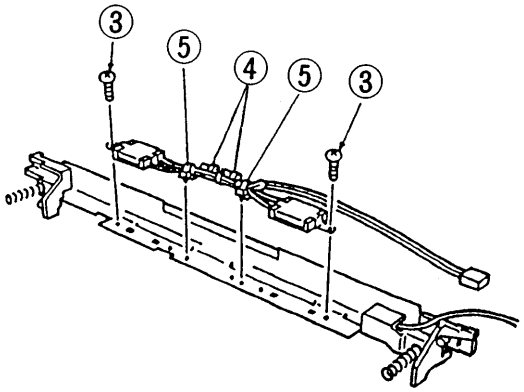

Figure 4-326
7) While butting the two heaters against the transfer guide as shown in Figure 4-326, fix them in place using two screws ③; then, fix the harness using two harness bands ④ (front, rear).
8) Fix the harness with two SK binders ⑤ (front, rear) in place, and insert it into the transfer guide.